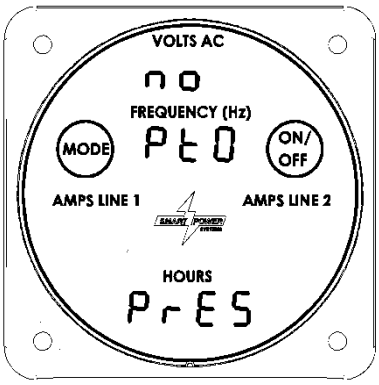

Figure 16 – Low Hydraulic Pressure Display
5. Whenever the PTO is engaged and the system controller is in Normal or Quiescent mode, the generator can be switched from an “off” state to an “on” state, and vise-versa, by pressing the “on/off” switch on the Command & Control Center. If the PTO is not engaged, the hydraulic pressure is too low, the following screen will be displayed (Reference Figure 16):